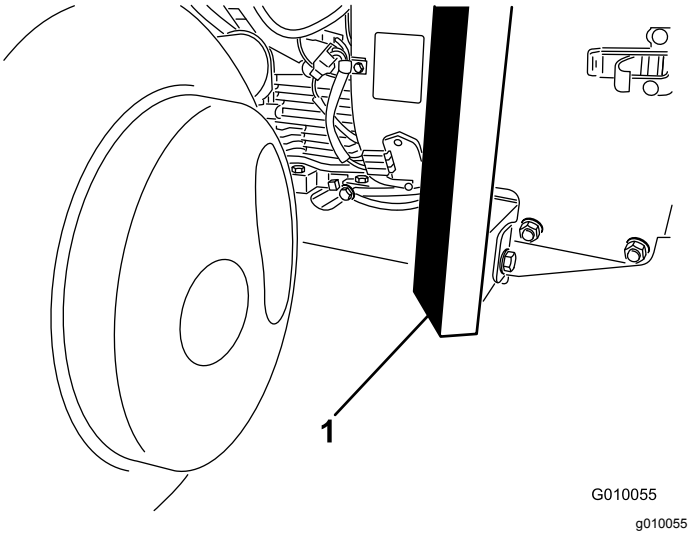

Figur 41
3. Placera domkraften på ett säkert sätt under ramens främre del (Figur 41).